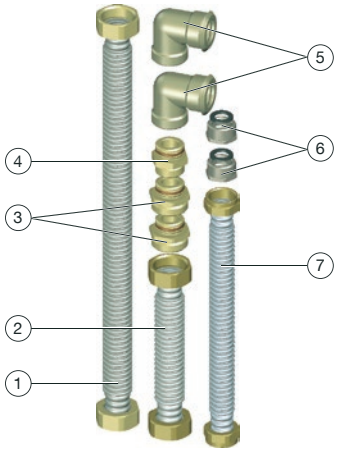

Fig. 1: Jeu de raccordement et de tubage
1. Visser les manchons de réduction pour les raccordements du chauffe-eau instantané (position (6) sur la Fig. 1 en page 27) avec joints noirs en EPDM sur le raccordements du chauffe-eau instantané.
2. Visser les côtés auto-étanches des mamelons doubles (positions (3) et (4) sur la Fig. 1 en page 27) dans les raccordements correspondants du bloc de raccordement avec robinets à tournant sphérique.
3. Visser les équerres (position 5 sur la Fig. 1 en page 27) dans les raccordements du distributeur/collecteur pour circuits de chauffage.